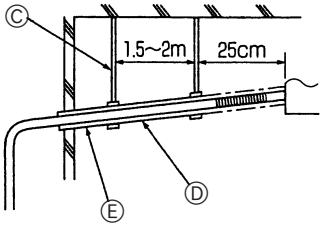

Fig. 8-2
(4) Achten Sie darauf, dass das Gefälle der Drainageleitung größer als 1/100 ist. (Fig. 8-2)